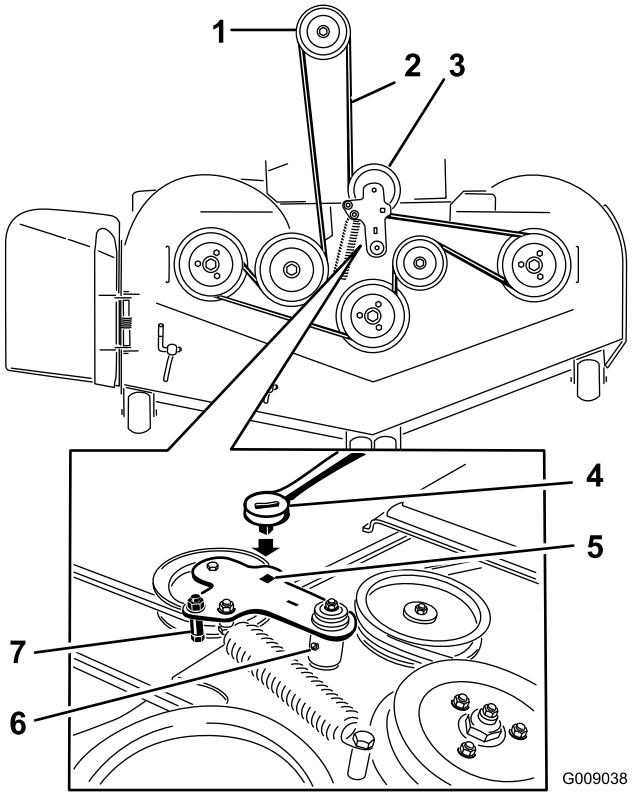

Figur 98
6. Lyft upp fotplattan och för in en spärrhake i det fyrkantiga hålet i däckets remskiva (Figur 98).
7. Vrid däckets mellanskiva medurs och ta bort klipparremmen (Figur 98).